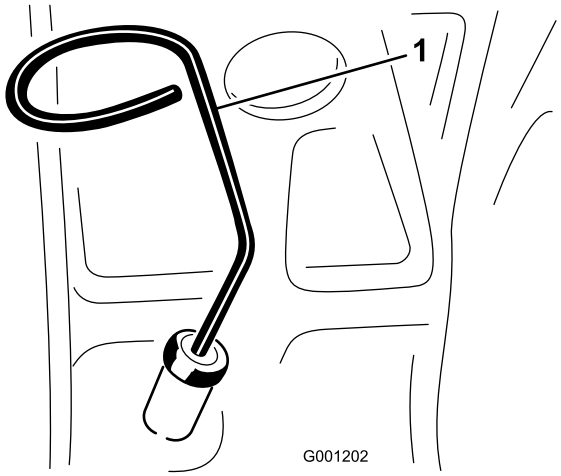

**Figur 21**
2. Fjern målepinden (Figur 21), tør den af, og sæt den tilbage igen. Fjern målepinden, og kontroller oliestanden. Oliestanden skal nå op til FULL-mærket på målepinden.